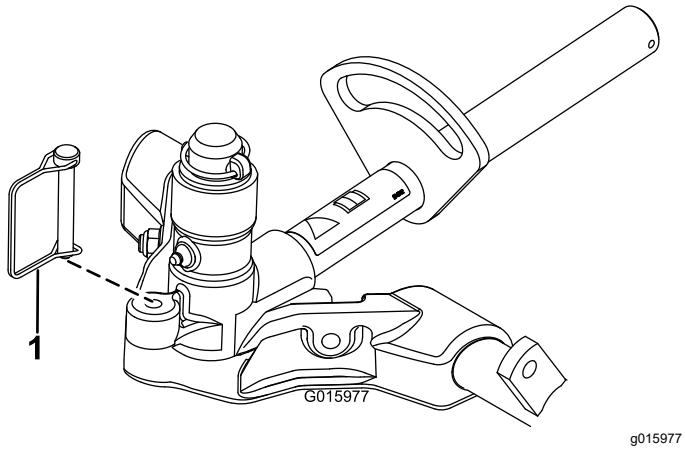

Рисунок 17
12. Для блокировки (фиксации) рулевого управления режущими блоками прикрепите поворотную втулку к несущей раме с помощью стопорного штифта (Рисунок 17).